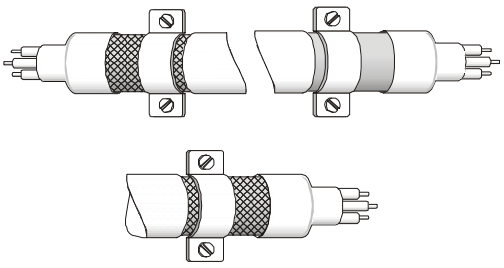

图 2
4. 电机线的屏蔽铜网与金属平面的连接方式需正确，应将电机线两端的屏蔽铜网使用 U 型金属配管支架与金属平面固定，正确连接方式请见图 2 中的连接方式。